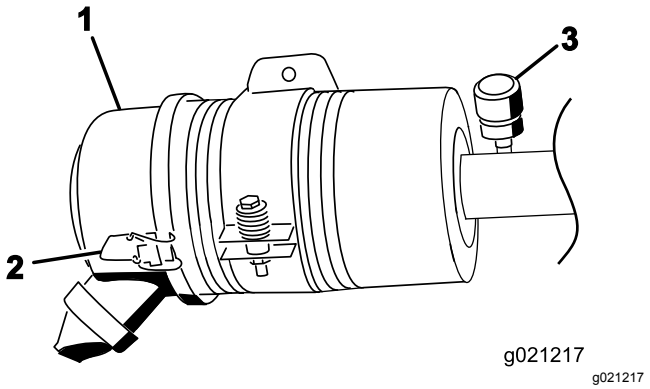

Figuur 70
Geef het luchtfilter uitsluitend een onderhoudsbeurt als de onderhoudsindicator (Figuur 70) dit aangeeft. Als u het luchtfilter vervangt voordat dit nodig is, wordt alleen maar de kans vergroot dat er vuil in de motor komt als het filter wordt verwijderd.
1. Maak de sluitingen los waarmee het deksel van het luchtfilter is bevestigd aan het luchtfilterhuis (Figuur 70).